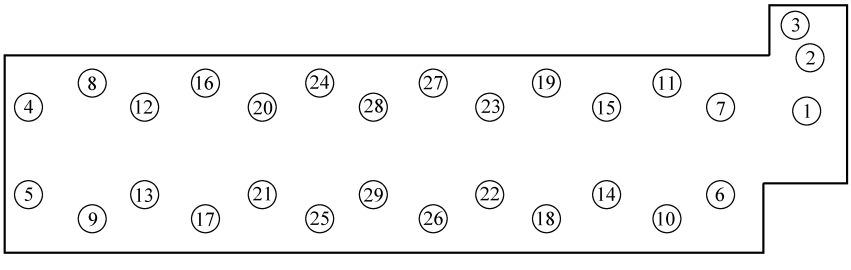
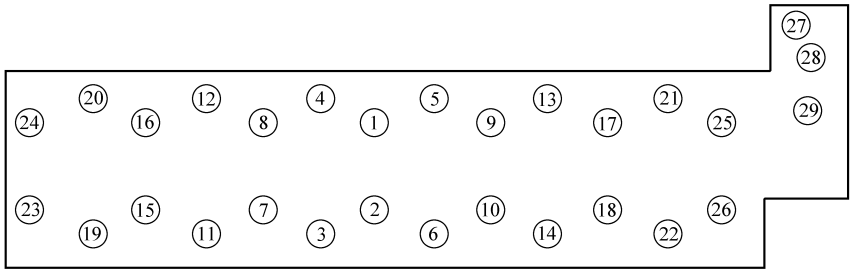

图 5-17　缸盖螺栓拧松顺序
图 5-18　缸盖螺栓拧紧顺序
① J08E(国Ⅲ)日野柴动机是直列 6 缸、水冷、直喷柴油机、燃油系统采用电装公司 ECD-U2 共轨技术，涡轮增压，废气再循环(EGR)，排放达国Ⅲ标准。
② 喷油顺序是 1-4-26-3-5，从飞轮端面看，逆时针转动。
③ J08E 柴油机有 J08E-UP、US、TM 系列，不同功率段，可应用于载货车、旅游客车和工程机械车辆上。
④ J08E 采用 ECD-U2 共轨系统，该系统由供油泵、油轨、喷油器、ECU 和各种传感器、开关组成。
⑤ 油轨上的轨压传感器负责检测油轨压力，根据发动机转速和负荷设定的压力与实际压力保持一致，进行反馈控制。
⑥ 喷油器电磁阀通电开始时刻和通电时间长短控制喷油量和喷油正时。每缸 4 气门机构、喷油器中置设计。
① 缸盖螺栓拆、装顺序见图 5-17、图 5-18。缸盖螺栓紧固力矩，M12 螺栓为 59N·m。